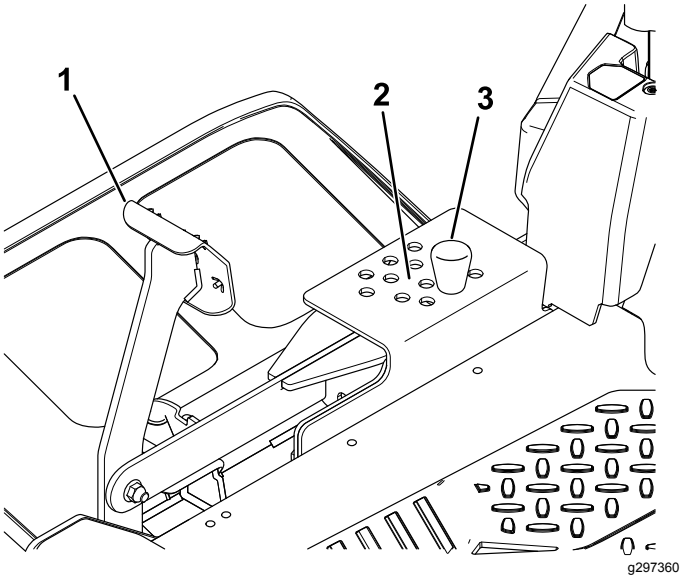

Figur 35
2. Du kan justere klippehøjden ved at fjerne pinden fra klippehøjdebeslaget (Figur 35).
3. Vælg det hul i klippehøjdesystemet, som svarer til den ønskede klippehøjde, og sæt pinden i (Figur 35).